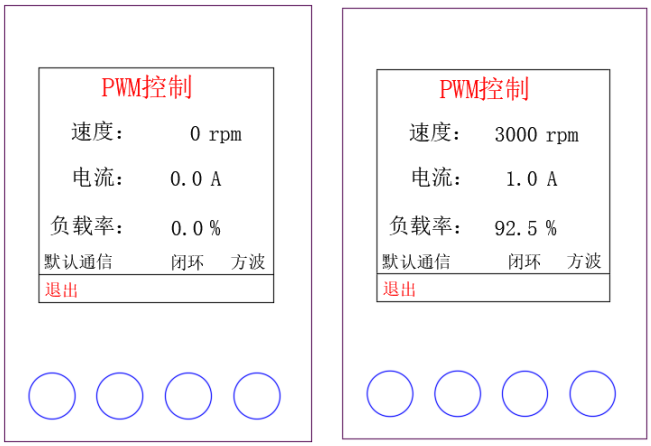

图 6.17 外部 PWM 闭环控制各界面
- 调节驱动器外部输入 PWM 大小，进行调速操作。如**图 6.17**。